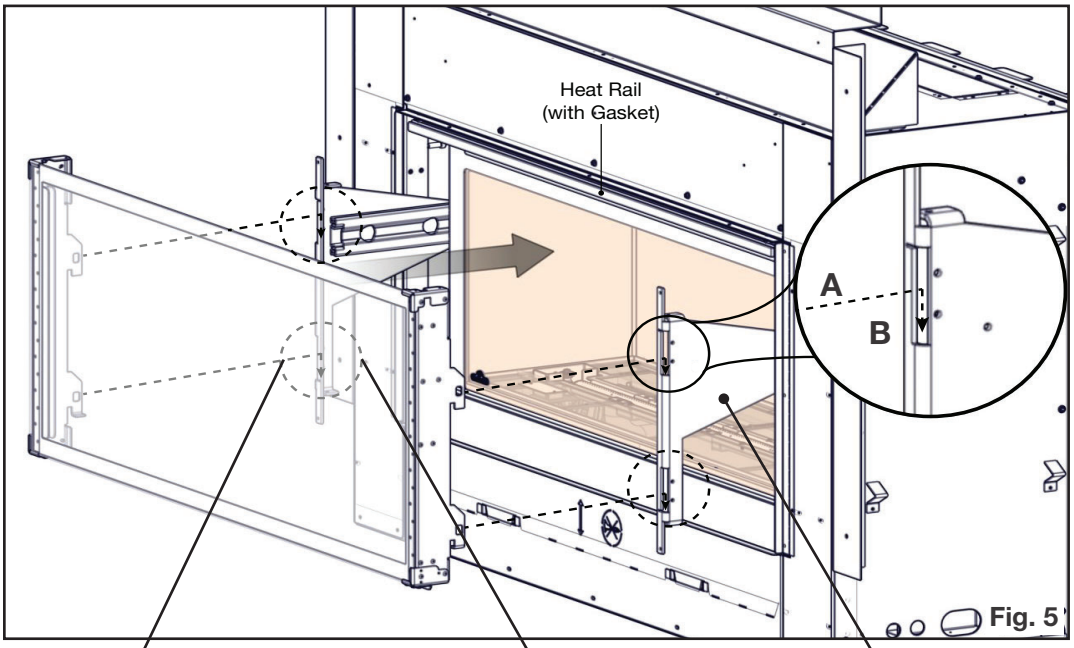

Fig. 5
5. Fully extend the two GGA-1 slider brackets of the appliance outward **(Fig. 5)**.
6. Carefully hook GGA-1 onto GGA-1 slider brackets by aligning the horizontal tabs on the GGA-1 with the horizontal slots in the bottom of the GGA-1 slider brackets and moving the GGA-1 back into the GGA-1 slider brackets **(A)**. Ensure both top and bottom tabs of the GGA-1 engage with hooks of the GGA-1 slider brackets **(B) (Fig 5)**.